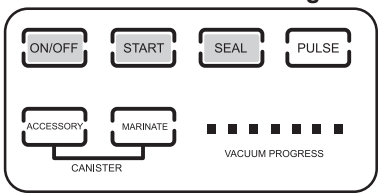

Figure 7
3. Press both of the **Lid Release Buttons** (Figure 7) on each side of the **Vacuum Sealer** to release the lid lock, then lift the **Vacuum Lid** to open.
9. DO NOT try to open the **Vacuum Lid** before the vacuum has released or damage may occur. Press both of the **Lid Release Buttons** (Figure 7) on each side of the **Vacuum Sealer** to release the lid lock, then lift the **Vacuum Lid** to open.